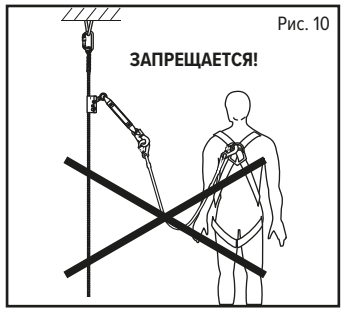

Рис. 10
- присоединять другие дополнительные элементы между захватом и элементом крепления (рис. 10).